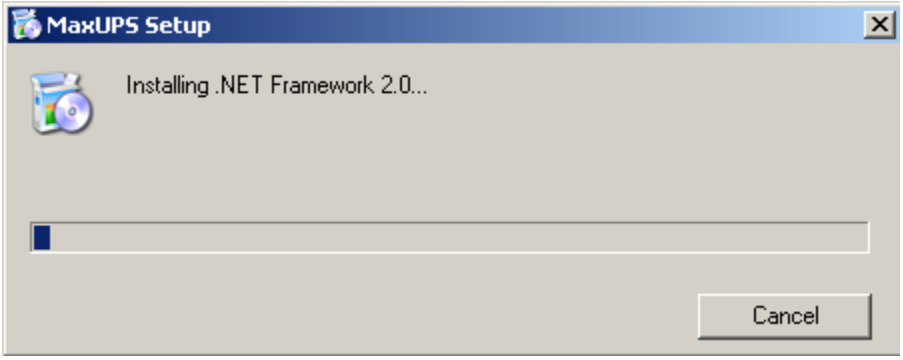

Figure 3-2
5) Observe the dialog showing the progress of the files being copied off the CD and installed on your system as illustrated in Figure 3-2.